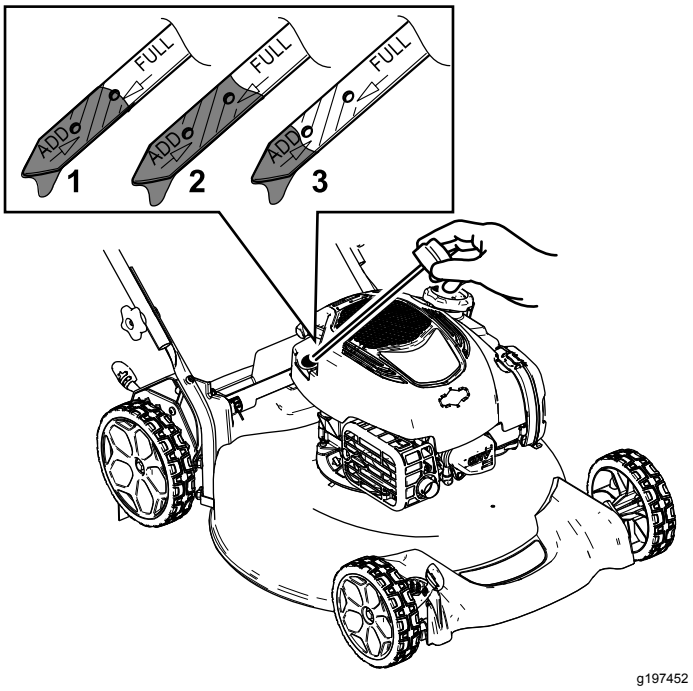

Figur 26
3. Lossa oljestickan genom att vrida locket moturs och dra stickan uppåt (Figur 26).
10. Läs av oljenivån på oljestickan (Figur 26).